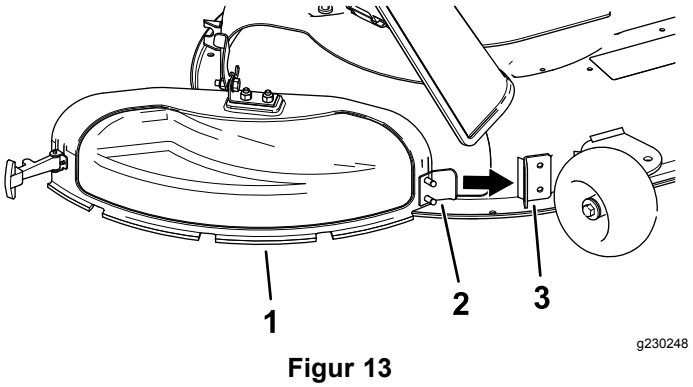

Figur 13
3. Vinkle metalltappen på utslippsdekselet inn i sporet på braketten som er fastsveiset på klippeenheten (Figur 13).